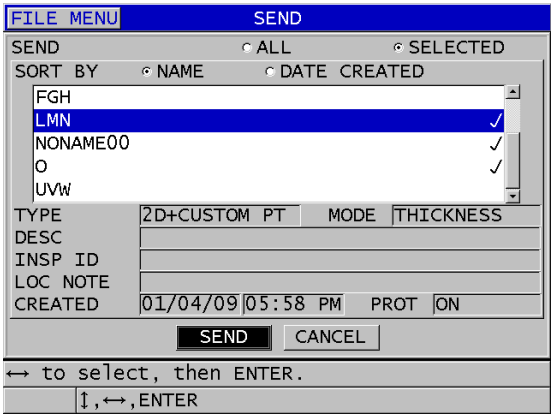

Rysunek 14-6 Wybór pliku do wysłania
4. Na ekranie **SEND** (Wyślij) (patrz Rysunek 14-6 na stronie 293):